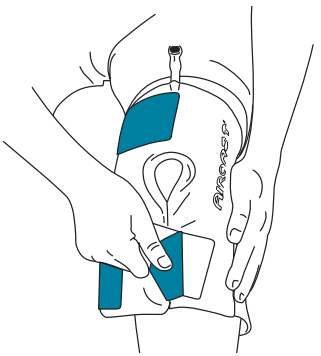

Afbeelding 2
2. Gebruik altijd een LEGE Cryo/Cuff (Afbeelding 2) 72
2. Gebruik altijd een LEGE Cryo/Cuff (Afbeelding 2)